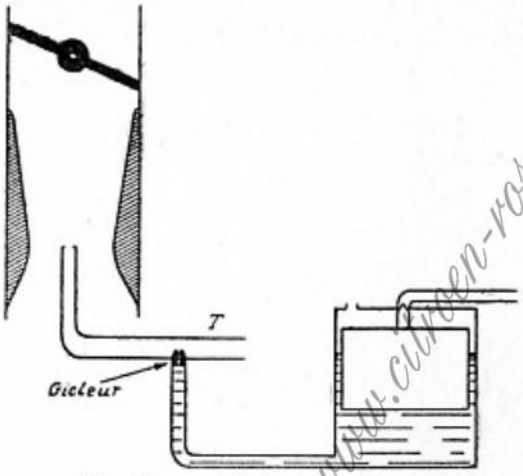

FIG. 14. — Gicleur en dérivation.
Gicleur mis en dérivation. — Le gicleur débite dans un tube (T) dit *canal d'émulsion* (fig. 14) débouchant, d'une part, dans le diffuseur et, d'autre part, à l'air libre. La dépression agissant sur le gicleur est d'autant plus faible que l'orifice de mise à l'air du tube T, est plus grand par rapport à la section de l'extrémité qui débouche dans le diffuseur.